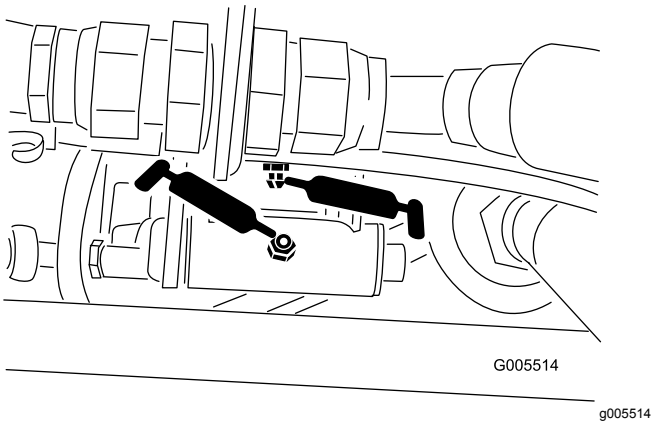
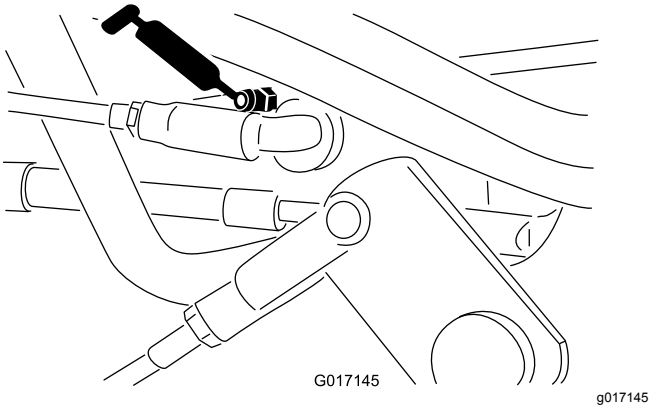

Figur 37
Figur 38
- Hastighedsregulatorforbindelse (Figur 37 og Figur 38)